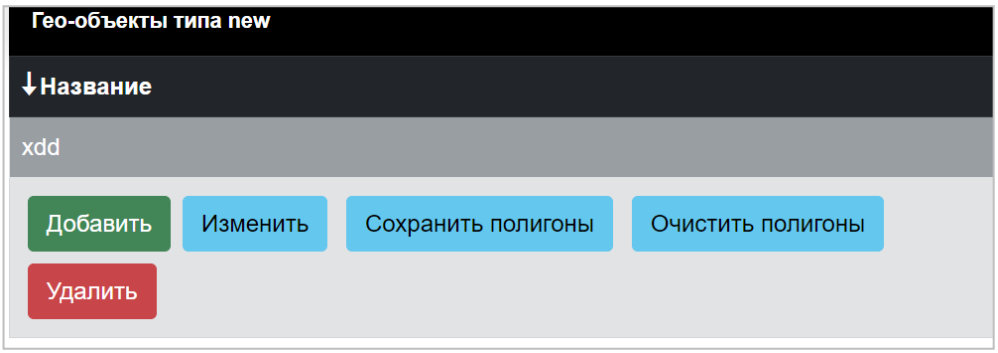

Рисунок 5.49 – ПМ «Администрирование КСЭОН СЕНСОР». Таблица «Список гео-объектов»
Для удаления зоны действия с карты, нажмите на этом объекте правой кнопкой «мыши» и в появившемся меню (рисунок 5.49) выберите пункт «Удалить».
3. Нажмите кнопку <Сохранить>. В таблице «Список гео-объектов» (рисунок 5.49) появится новая запись (созданный гео-объект).
4. В таблице «Список гео-объектов» (рисунок 5.49) нажмите на строку с нужным гео-объектом.
2. В таблице «Список гео-объектов» (рисунок 5.49), нажмите на строку с нужным гео-объектом – на карте отобразится объект и его зоны.